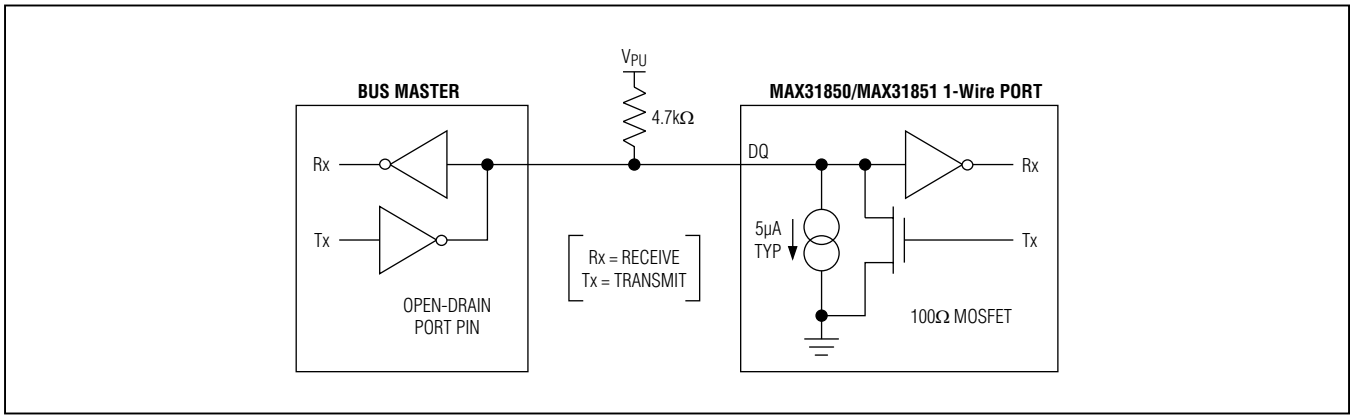

*Figure 6. Hardware Configuration*
The 1-Wire bus has by definition only a single data line. Each device (master or slave) interfaces to the data line by using an open-drain or three-state port. This allows each device to "release" the data line when the device is not transmitting data so the bus is available for use by another device. The device's 1-Wire port (DQ) is open drain with an internal circuit equivalent to that shown in Figure 6.